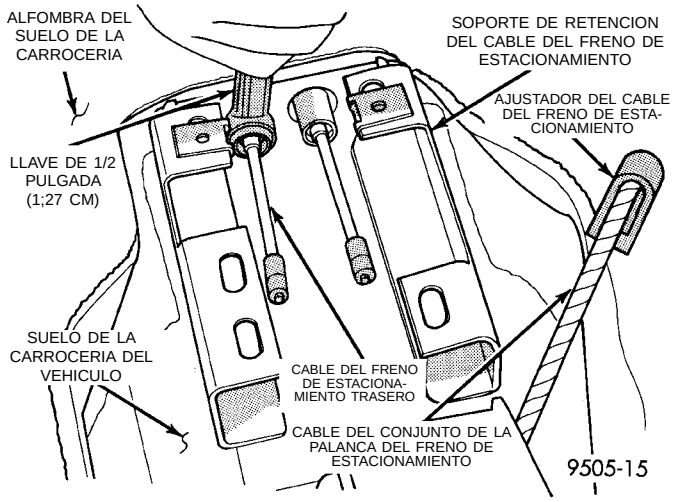

Fig. 140 Compresión de las lengüetas de retención del cable del freno de estacionamiento
(10) Pliegue la alfombra trasera hacia adelante, para dejar al descubierto los cables del freno de estacionamiento.
(11) Instale el extremo de cubo de una llave de 1/2 pulgada (1,27 cm) sobre el retén del cable del freno de estacionamiento como se indica en (Fig. 140). Esto comprimirá las lengüetas en el retén del cable del freno de estacionamiento, permitiendo retirar el cable del soporte de la consola. Tome con fuerza la cubierta del cable del freno de estacionamiento, debajo de la alfombra, y tire del cable firmemente para extraerlo del soporte de la consola.